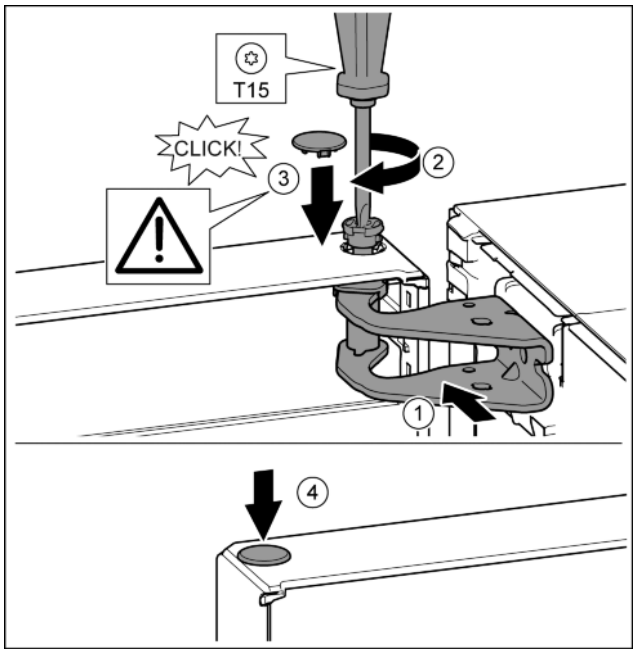

*Fig. 24*
- ▶ Align the top of the door with opening in the bearing bracket. *Fig. 24 (1)*
- ▶ Insert the bolt and tighten with a T15 screwdriver. *Fig. 24 (2)*
- ▶ Fit the protective cover to protect the door: Insert the protective cover and check that it is attached to the door. If not, insert the bolt fully. *Fig. 24 (3)*
- ▶ Insert the plugs. *Fig. 24 (4)*